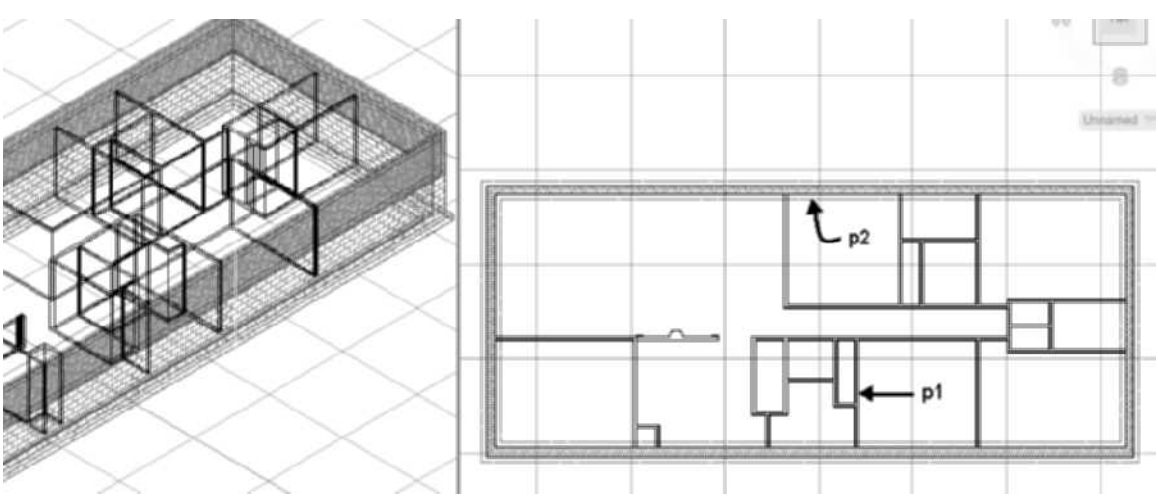

FIGURE 3.92 *Selection of walls for Intelligent Cleanup command*
23. In this step, you will begin the edit of the interior walls to create rooms for the basement. Select the wall at **p1** as shown in Figure 3.92, and choose Intelligent Cleanup from the Modify panel of the Wall tab. Respond to the workspace prompts to extend the wall **p1** to wall **p2** as shown in Figure 3.92
`Select boundary wall for T-Cleanup or: Select wall at p2 as shown in Figure 3.92.`